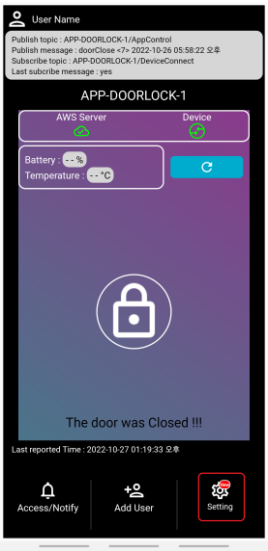

Figure 102. Successful job for OTA update in mobile app
- When a Job for an OTA update is created, you can see the URL of the S3 bucket accessed through JSON in the console. Also, the setting icon changes in the Mobile application. See Figure 102 and the console message.